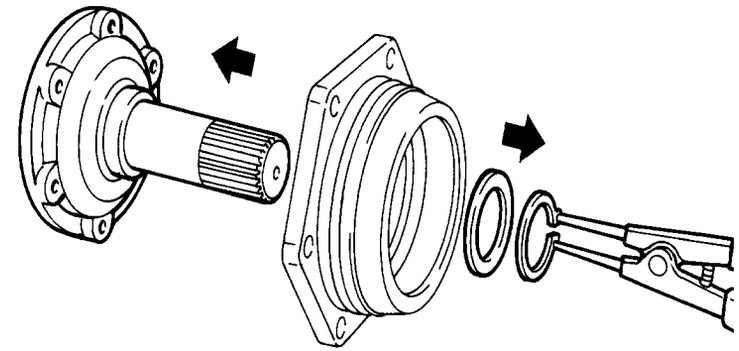

Fig.4
- Remove the snap ring, the spacer ring and the axle shaft flange (**Fig.4**); repeat the operation on the other hub.